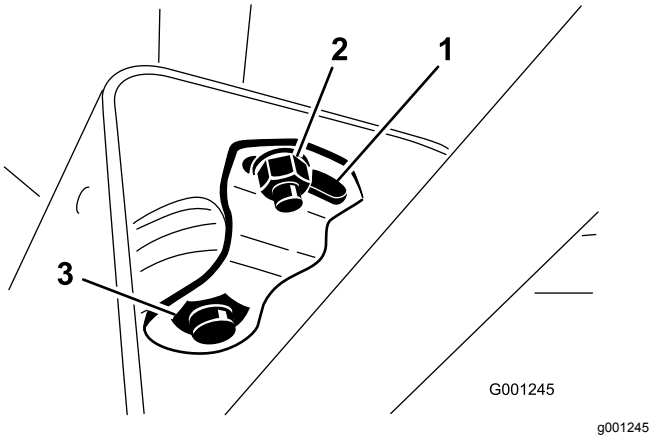

Figur 27
2. Dra dekselet opp langs rattstangen for å få tilgang til svingbraketten (Figur 27).
3. Løsne den lille mutteren, og drei svingbraketten til den strammer den store mutteren nedenfor (Figur 27).